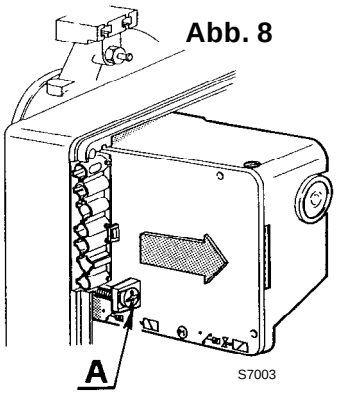

Abb. 8
Um das Steuergerät vom Brenner abnehmen zu können, müssen die Steckverbindungen zu allen Komponenten, der 7-polige Stecker, der Verbinder **(C)** sowie das **Erdungskabel (H)** und dann die Schraube (**A**, Abb. 8) gelöst werden.